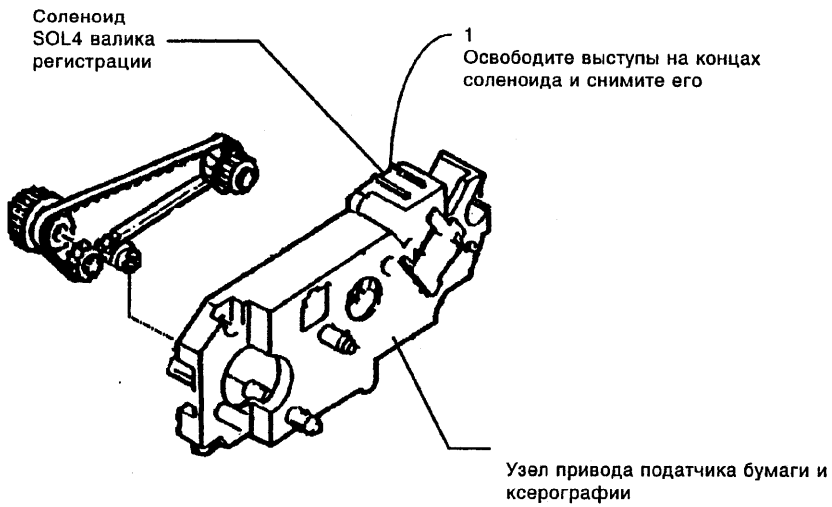

Рисунок 1. Снятие соленоида ролика регистрации (SOL4)
2. (рис. 1) Соленоид SOL4 ролика регистрации легко снять, если освободить два выступа, расположенные позади привода.